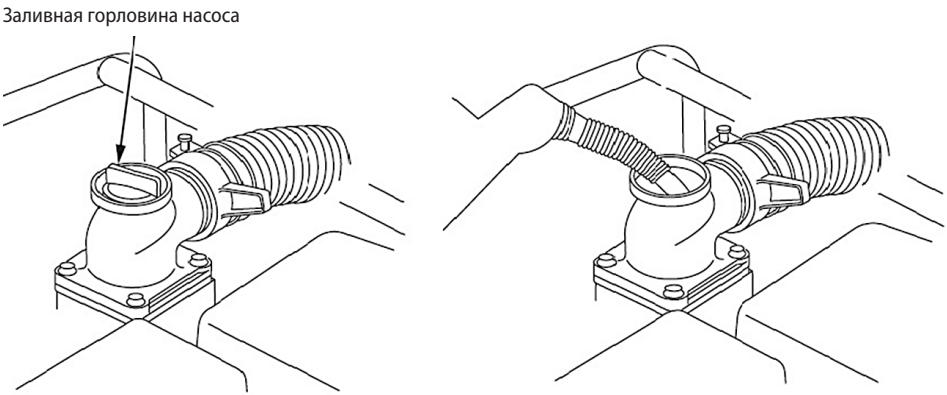

*Рисунок 6*
• Завернуть пробку (рисунок 6).